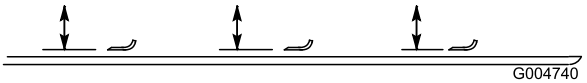

図 84
2. ブレードを手で回して前後方向に向ける図84。カッティングユニットの天井から各ブレードの前端の切っ先までの距離を測る。測定値を記録する。